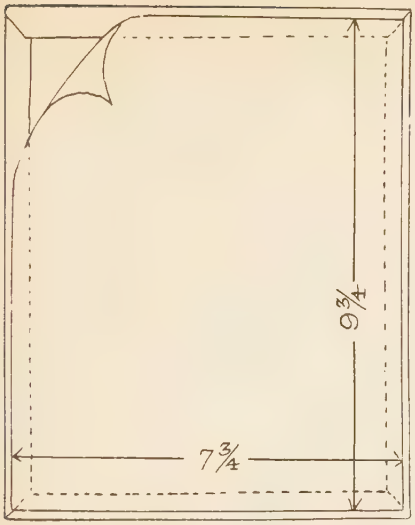

FIG. 85—DIAGRAM OF LINING PAPER FOR BACK OF CALENDAR BOARD
6. Glue-off and mount lining paper to reverse side—position carefully $\frac{1}{8}$″ from each edge—press. (Fig. 85.)